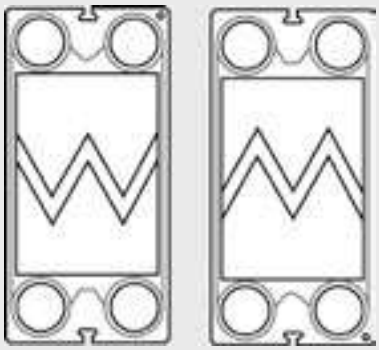
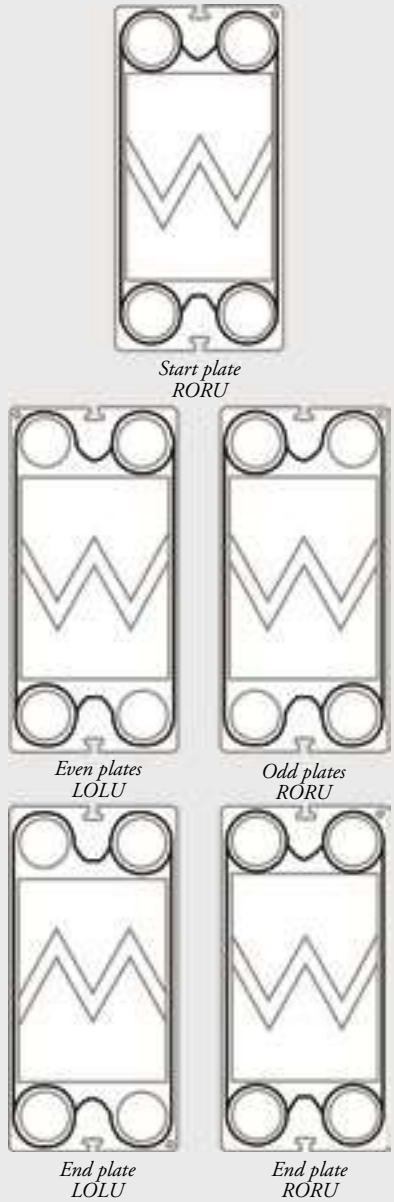

Figure 45
Figure 46
1. Attach half-A gasket to the start plate in the RORU orientation, as in Figure 46. Hang by the ORU orientation, as shown in Figure 45.
2. Attach B gaskets to even plates by the LOLU orientation. (See Figure 46.) Hang by the ORD orientation, so the "O" is in the lower right corner. (See Figure 45.) This is equivalent to Channel B.
3. Attach A gaskets to odd plates by the RORU orientation, as shown in Figure 46. Hang by the ORU orientation, as in Figure 45. This forms a Channel A.
4. Attach B gasket to end plate by the LOLU orientation, and attach half-A gasket to the backside of the end plate by the RORU orientation. (See Figure 46.) Hang by the ORD orientation with B gasket facing inside. (See Figure 45.) This completes the plate pack.